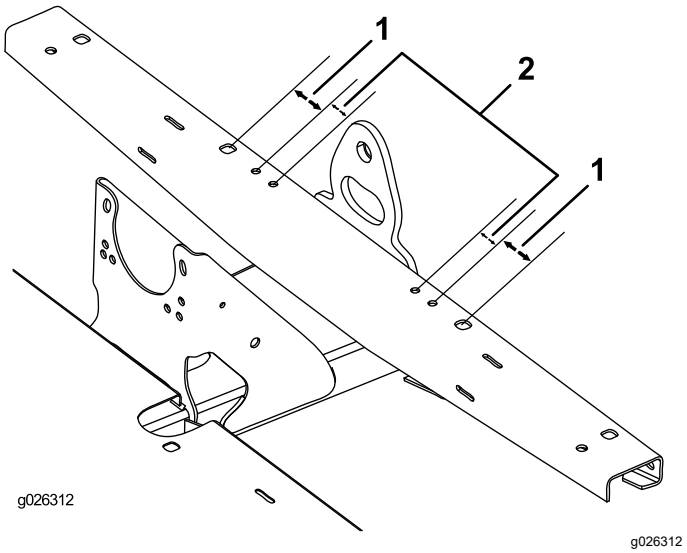

Figura 8
3. Utilizando as dimensões mostradas na Figura 8, localize, marque e faça 4 furos (9,5 mm) na parte superior do canal da estrutura.